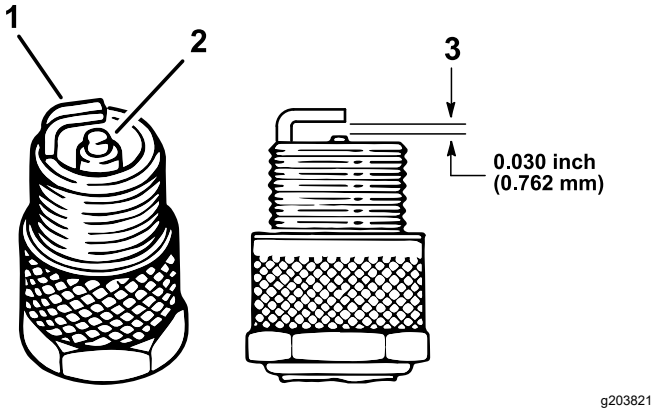

Figura 38
4. Compruebe el estado del electrodo lateral, el electrodo central y el aislamiento del electrodo central para verificar que no están dañados (Figura 38).
5. Ajuste la distancia entre los electrodos central y lateral a 0,762 mm, tal y como se muestra en la Figura 38.